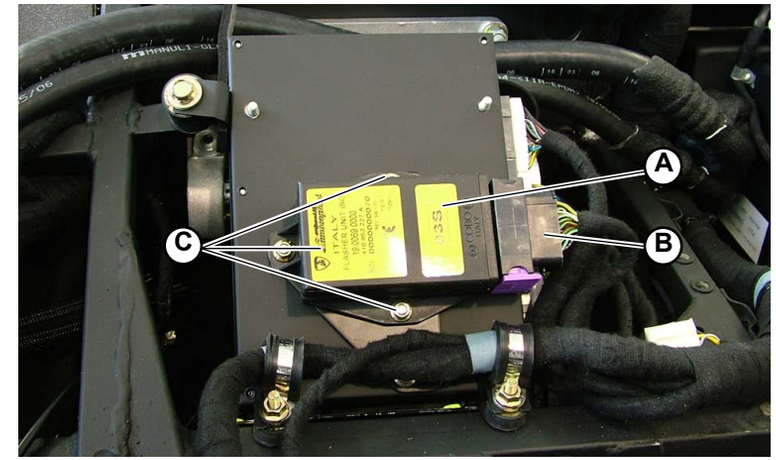

Fig.2
1. Connect the indicator light control unit (**A-Fig.2**) to the connection (**B-Fig.2**) located above the GFA control unit.
2. Secure the control unit using the screws (**C-Fig.2**).